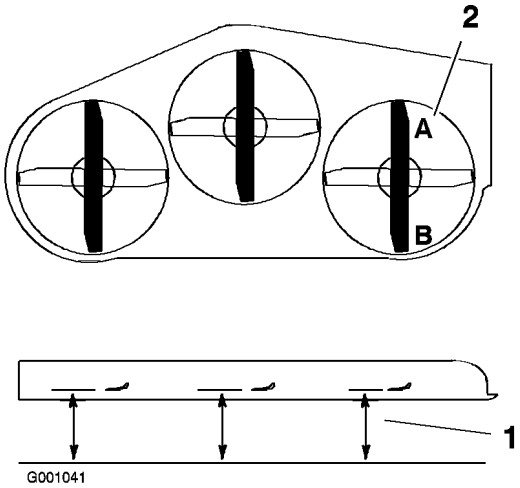

Figur 74
1. Placer højre kniv på langs (Figur 74).
2. Mål den højre kniv ved punktet **A** fra en plan overflade til knivspidsens skarpe kant (Figur 74).
4. Mål den højre kniv ved punktet **B** fra en plan overflade til knivspidsens skarpe kant (Figur 74).
6. Plæneklipperens skærekniv skal være 6 til 10 mm lavere i position **A** end i position **B** (Figur 74). Hvis det ikke er korrekt, skal du gøre følgende: